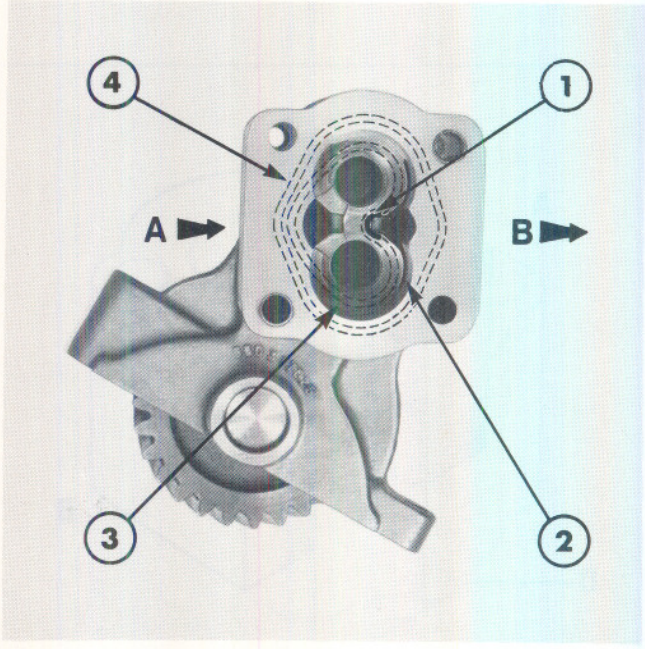

Figure 11
2. Seals and 'O' rings should be coated with petroleum jelly and care taken to ensure the pump sealing rings do not become misplaced during re-assembly, Figure 11.